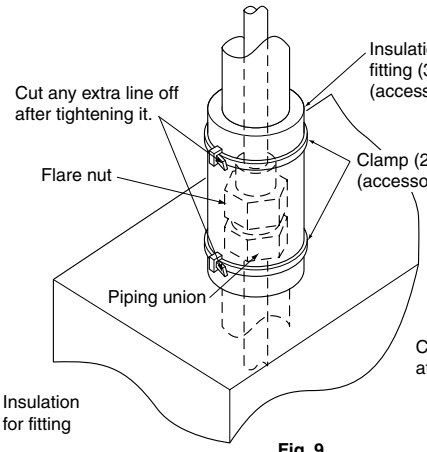

Fig. 9
- Wrap the insulation for fitting (3) (4) around the insulation for the joints on the liquid piping side and the gas piping side. **(Refer to Fig. 9, 10)**
- When installing the unit onto the ceiling, make sure that the seam between the insulation for fitting (3) (4) faces up. (Fasten both ends with the clamps (2).) (Fig.9, 10 shows the case of installation on the wall.)